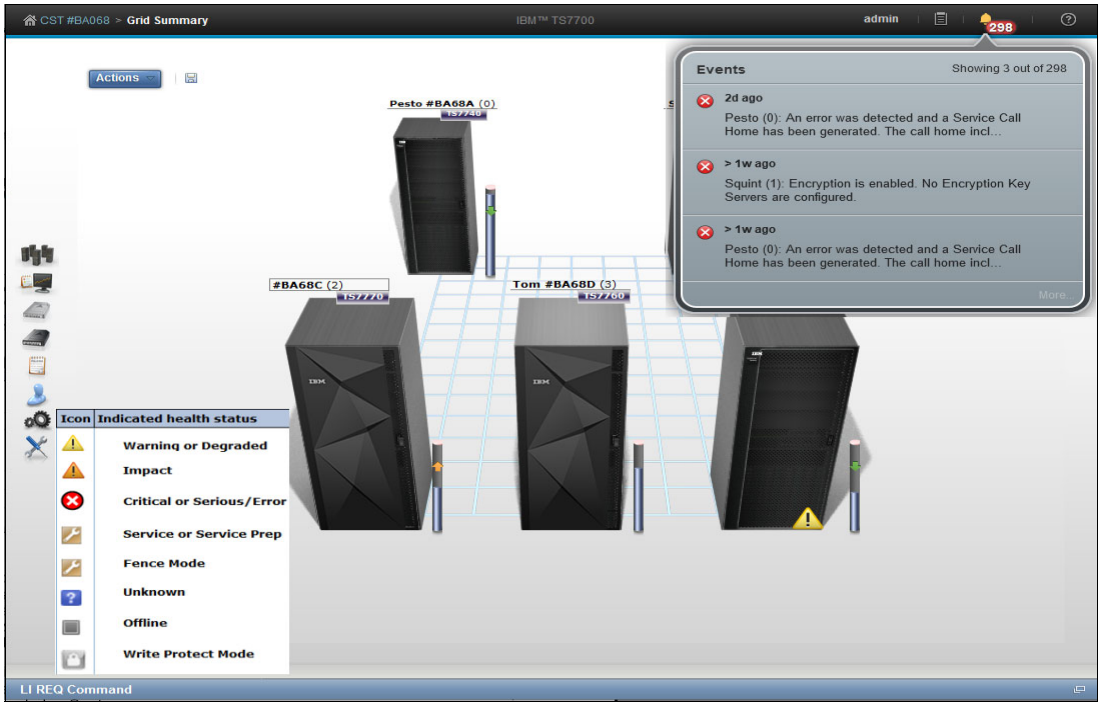

Figure 9-6 Status and Events indicators in the Grid Summary panel
Figure 9-6 shows some examples of status and events that can be displayed from the Grid Summary window.
**Status Pods** Figure 9-6 on page 357	► Grid scope Tasks and Events ► Cluster scope Cache capacity, Copy queue, and Health